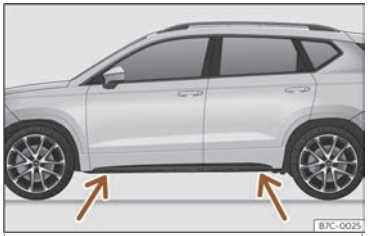

Fig. 35 Puntos de apoio do gato.
- Busque no traveseiro a marca do punto de apoio do gato (área afundida) máis próximo á roda que se vai cambiar››› **fig. 35** .